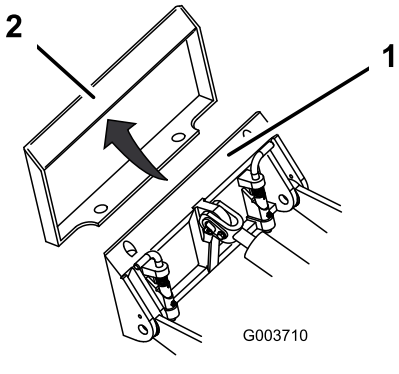

Figuur 24
4. Plaats de bevestigingsplaat in de bovenste lip van de ontvangerplaat op het werktuig (Figuur 24).